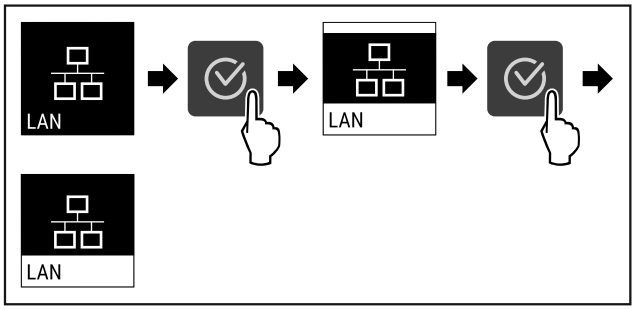

Fig. 92
▶ Ejecutar los pasos (consulte Fig. 92) .